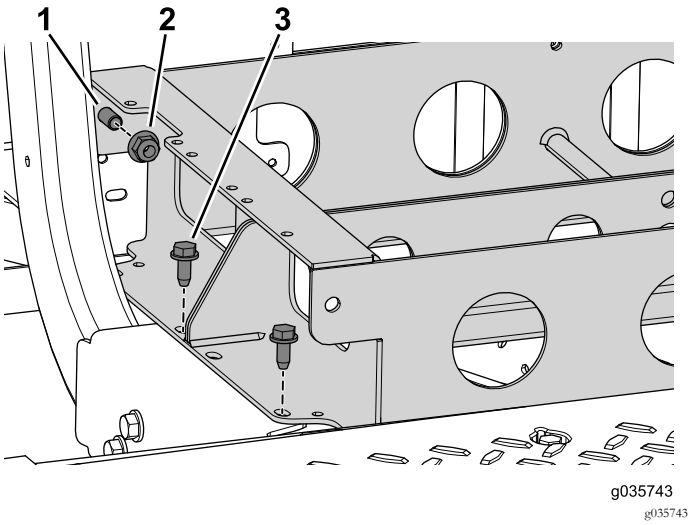

Figura 59
6. Remova os quatro parafusos que prendem o tabuleiro da bateria à máquina (Figura 59).
7. Remova as dois porcas flangeadas, mas não os dois parafusos, que ligam o tabuleiro da bateria dianteiro e traseiro (Figura 59).